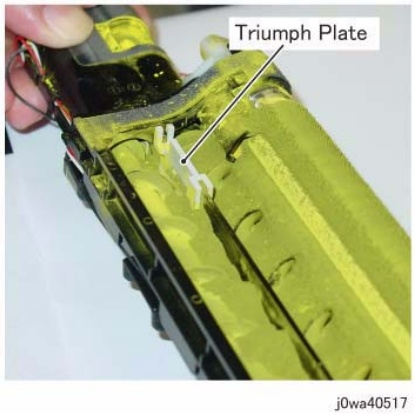

Figure 2 Remove the Triumph Plate
5. Remove the Triumph Plate. (Figure 2)